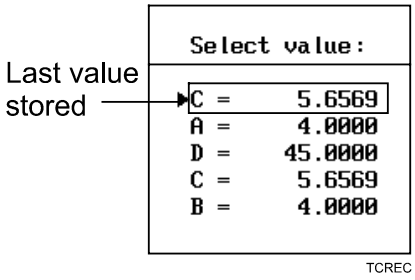

Figure 5-8, Triangle Calculator Recall Pop-Up
3. Highlight the **Triangle Calculator** template, and press **ENTER**. The Triangle Calculator Memory Selection Pop-Up is displayed. Refer to **Figure 5-8**.